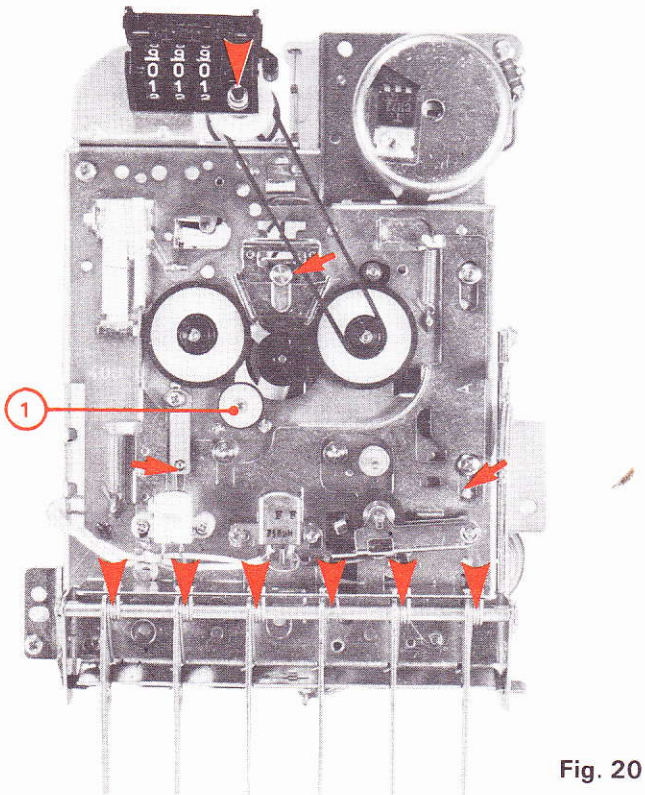

Fig. 20
Si tel n'est pas le cas voir nota ou changer l'ensemble galet intermédiaire (3) ou le galet de retour rapide (1) (Fig. 20).
1° - LUBRIFICATION (Fig. 20 et 21)